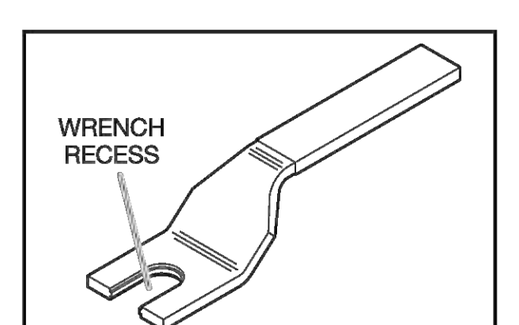

FIGURE 7
Step 3. Tighten the sprinkler into the sprinkler fitting using only the W-Type 9 Sprinkler Wrench, see Figure 7. For wax coated sprinklers, use an 8 or 10 in. adjustable Crescent wrench. With reference to Figures 1, 2, and 3, apply the W-Type 9 Sprinkler Wrench to the wrench area, or as applicable, apply the adjustable Crescent wrench to the wrenching flanges.